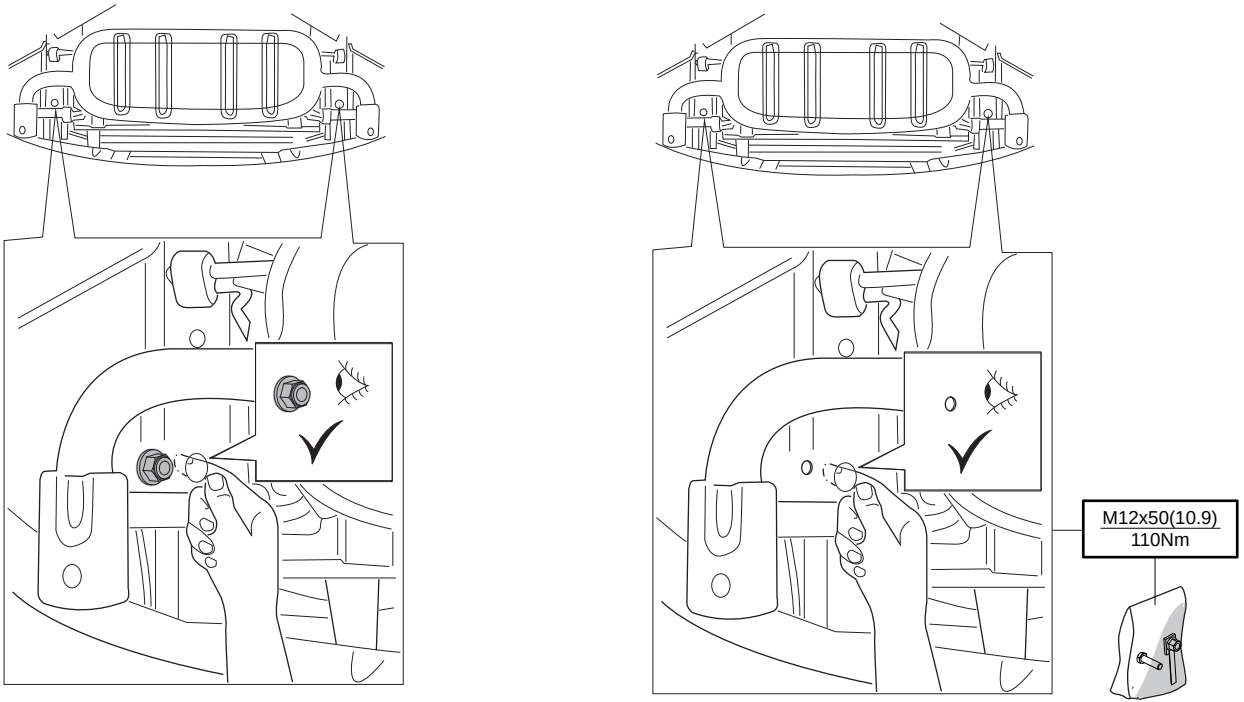

Fig.3
3.a **Внимание! При необходимости:** Внимание, X (если) и (меются): См. рисунок 3